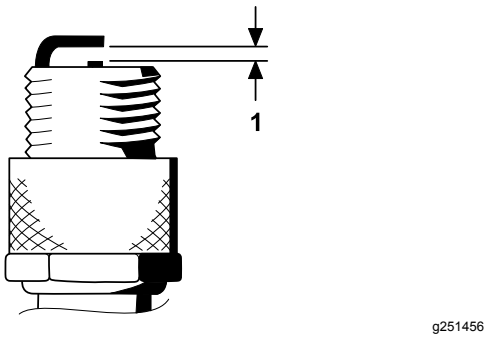

Figuur 43
4. Zorg ervoor dat de elektrodenafstand tussen de centrale elektrode en de massa-elektrode 0,76 mm bedraagt; zie Figuur 43.